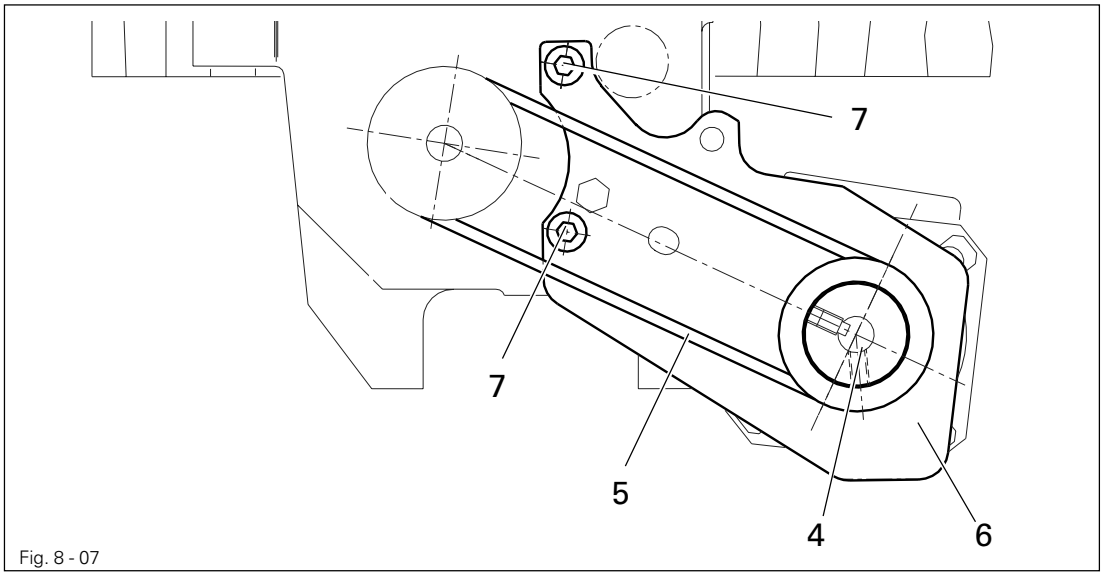

Fig. 8 - 07
- Taking care not to turn the motor shaft **4** (Fig. 8 - 07) or the machine, fit synchronous belt **5**.